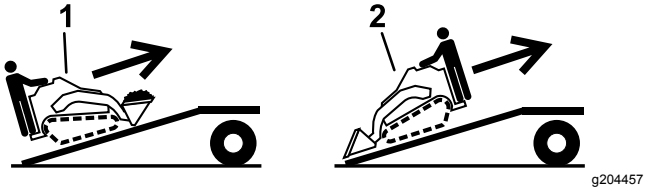

Figuur 35
5. Laad de machine op de aanhanger met de zwaarste kant naar de bovenste zijde van de oprijplaat gericht, en zorg dat de lading onderaan zit (Figuur 35).
1. Laat de oprijplaat zakken en zorg dat hoek van de oprijplaat ten opzichte van de grond niet groter is dan 15 graden (Figuur 35).